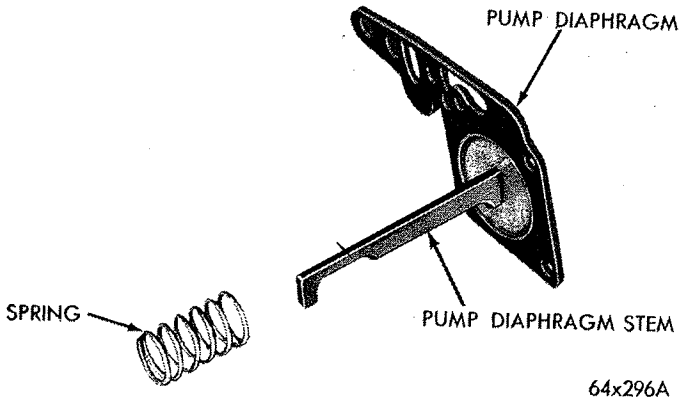

***Fig. 7—Pump Diaphragm and Spring***
(10) Tilt pump lever on its pivot until hook on the pump diaphragm stem can be released. Slide pump diaphragm and spring out of fuel bowl. Refer to (Fig. 7).
(2) Install choke valve attaching screws but do not tighten. Hold valve closed, with fingers pressing on high side of the valve. Tap valve lightly with a screwdriver to seat in air horn. Tighten attaching screws securely and stake by squeezing with pliers.
(3) Test choke valve for binding by rotating lever through the extent of its full travel.
(4) Install fast idle and curb idle speed screws and springs in throttle lever.
(5) Engage pump cam link with lever and throttle lever, then install cam and secure with clip. When installing link, be sure link is in center hole of throttle lever.
(6) Refer to (Fig. 7), then slide pump spring over pump diaphragm stem. Install assembly in position in fuel bowl and at same time, engage hook on diaphragm stem with the recess in pump lever.